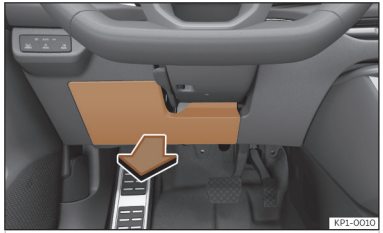

Abb. 215 Auf der Fahrerseite in der Instrumententafel: Abdeckung des Sicherungskastens.
- Greifen Sie die Abdeckung an der Rückseite und nehmen Sie sie in Pfeilrichtung ab ››› **(Abb. 215)**.